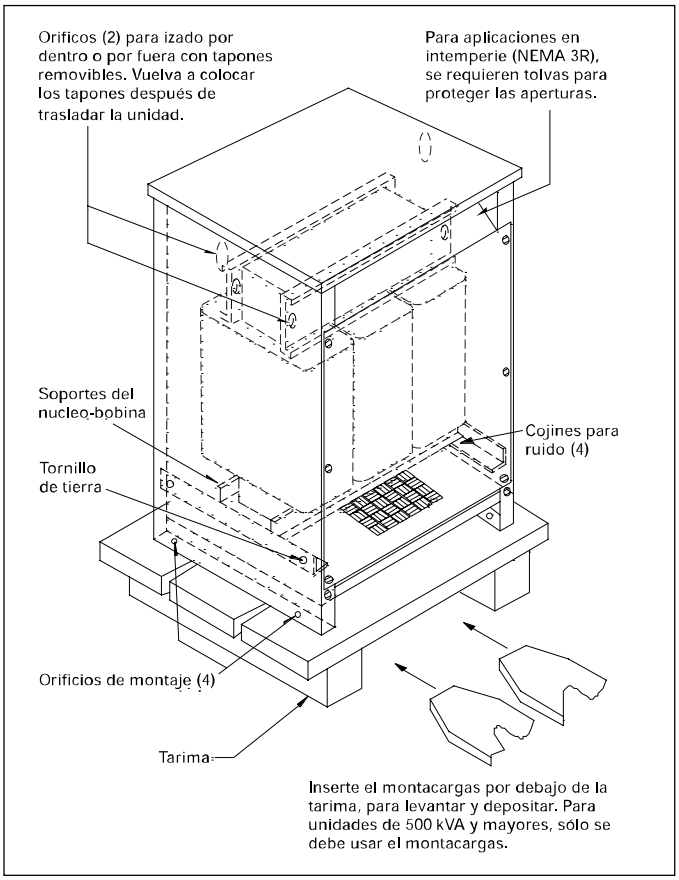

Figura 1 Transformador típico ventilado.
- Para referencia vea la Figura 1 en la página 3.